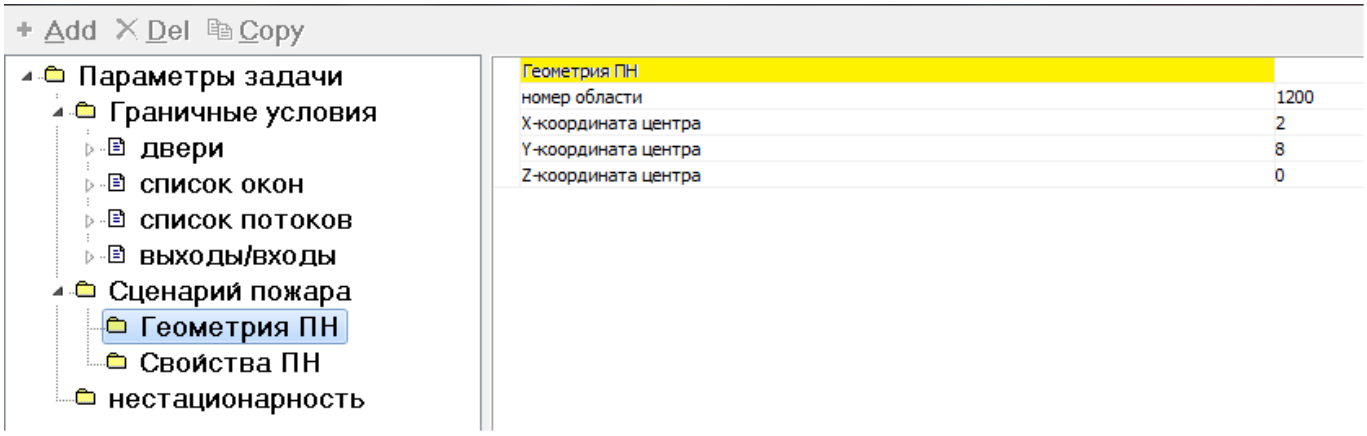

Рисунок 5.14 – Описание расположения очага пожара
- абсолютные координаты центра этой области, Рисунок 5.14.